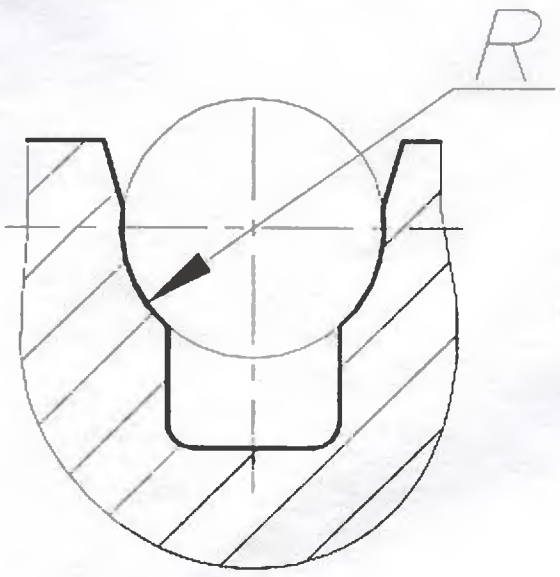

Рис. 5
1.2.4. КАНАТОВЕДУЩИЙ ШКИВ (КВШ) (рис. 5.)